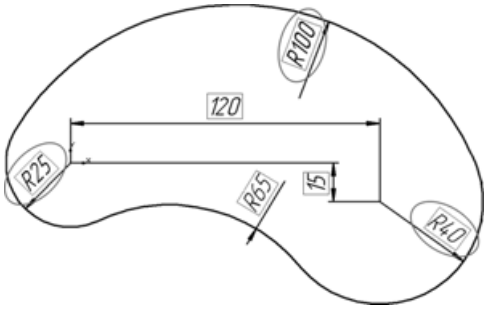

Рис. 6.102
- Войдите в режим редактирования эскиза **Эскиз:1** операции **Операция выдавливания:1** основания детали, измените значения трех радиальных размеров, как это показано на рис. 6.102.